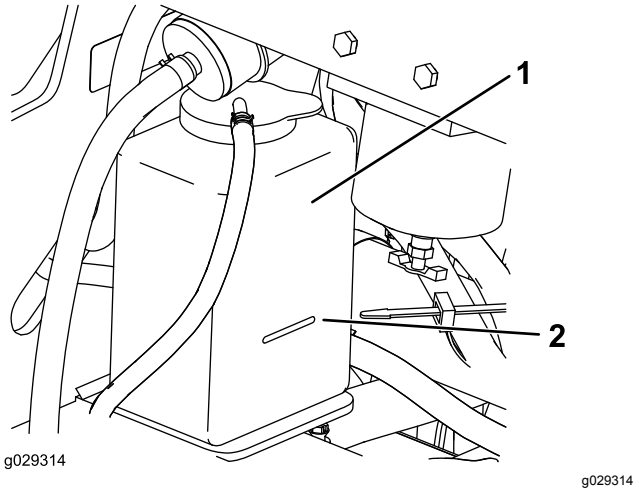

Figuur 61
3. Controleer het koelvloeistofpeil in de expansietank (Figuur 61).